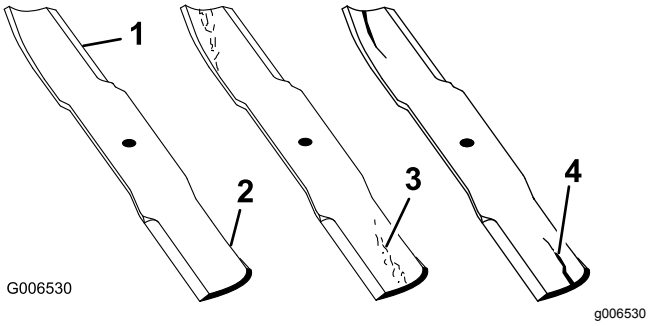

Figur 145
2. Undersök knivseggarna noggrant (i synnerhet där knivens flata och böjda del möts) enligt (Figur 145).
Obs: Kontrollera kniven innan du använder maskinen eftersom sand och slipande material kan slita bort metallen mellan knivens flata och böjda delar. Byt ut kniven om den är sliten (Figur 145).